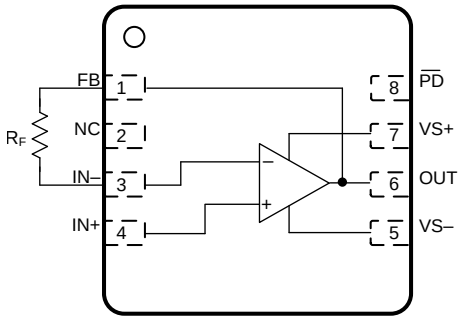

图 49. R_F Connection Between FB and IN– Pins
1. A feedback resistor (R_F) can connect between the FB and IN– pin on the same side of the package (see 图 49) rather than going around the package.